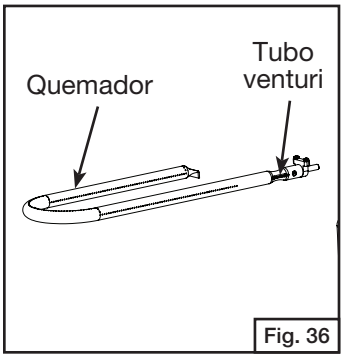

Fig. 36
7. Asegúrese de que los adaptadores del orificio estén dentro del tubo venturi y luego apriete todos los tornillos autorroscantes. (Fig. 36)